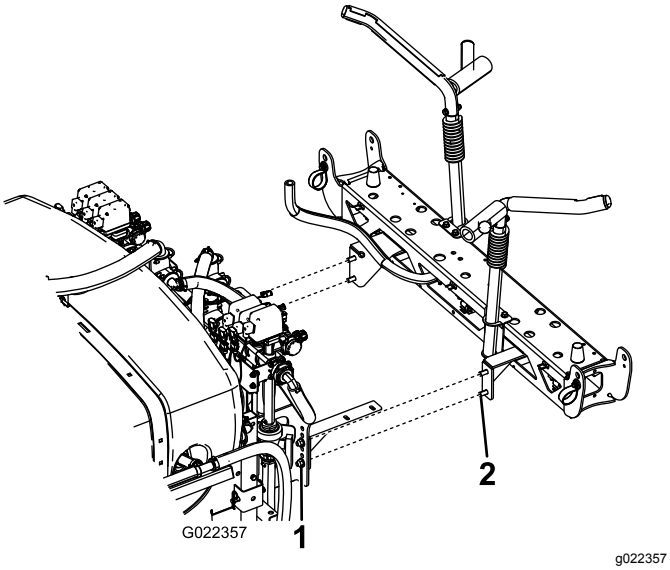

Figur 19
2. Montera centersprutrampen genom det tredje hålet nedifrån på sprutsystemets fästen med fyra skruvar (½ x 1¼ tum) och fyra låsmuttrar (½ tum), i enlighet med Figur 19.